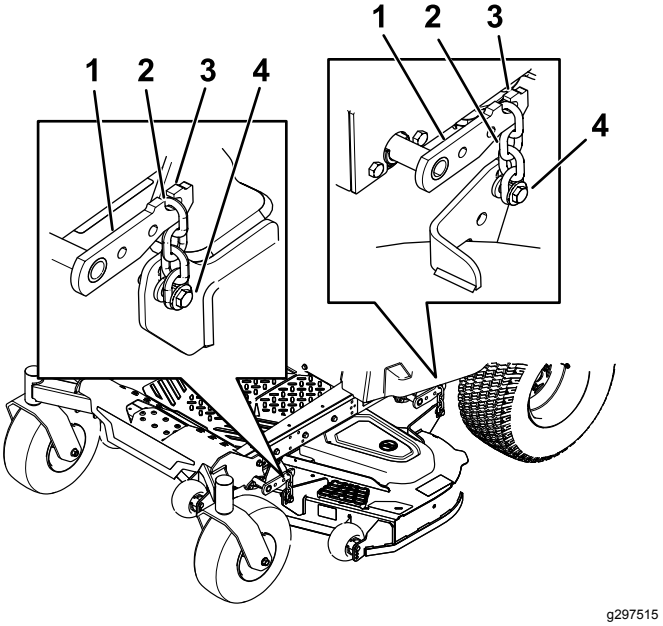

Figuur 74
5. Draai de stelbouten in de 4 hoeken los, zodat het maaidek stevig op alle 4 blokjes rust (Figuur 74).
6. Zorg ervoor dat de 4 kettingen gespannen zijn (Figuur 74).
7. Draai de 4 stelbouten vast (Figuur 74).